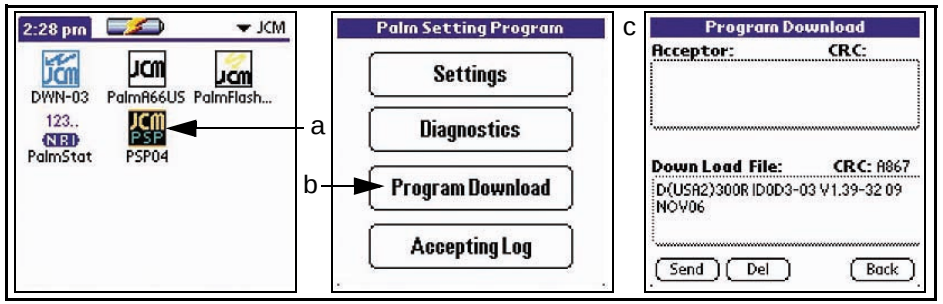

Figure 3 PSP04 Primary Application Main Menu Screens
13. Select the JCM 'PSP04' Application Program by clicking on the PSP04 Icon shown in Figure 3 a.
14. From the PSP-04 Main Menu, select the 'Program Download' Screen Button shown in Figure 3 b.
15. The Program Download Screen depicted in Figure 3 c will appear. Notice that the screen contains both an **'Acceptor:'** Box and a **'Down Load File:'** Box.